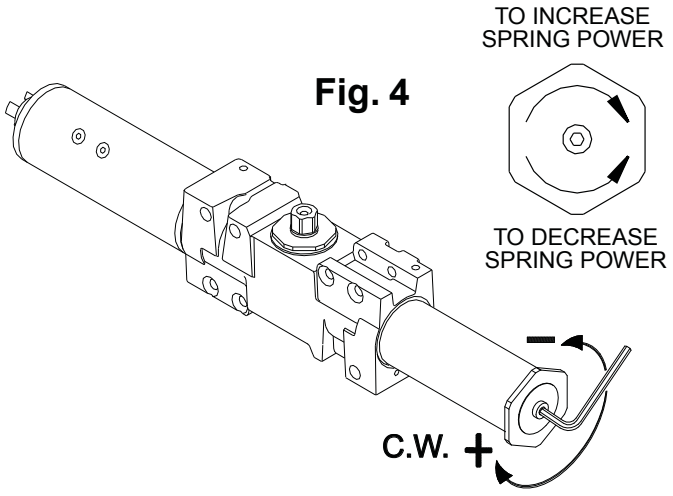

Fig. 4
2. **CLOSING FORCE ADJUSTMENT:** (See **Fig. 4**). Turn spring adjustment clockwise the required number of turns to match door width as shown in **Tables 1 & 2**. Maximum adjustments: 14 turns clockwise.